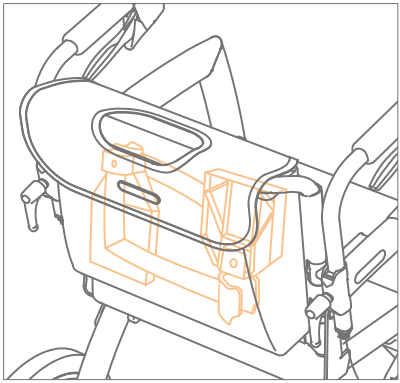

Figuur 48: Voetsteunen gespiegeld opbergen.
a. Verwijder de voetsteunen. Laat ze omhoog glijden tot ze uit de voetsteunhouders komen. Berg ze op in de tas van het rolstoelpakket, gespiegeld ten opzichte van elkaar **(Figuur 48)**.